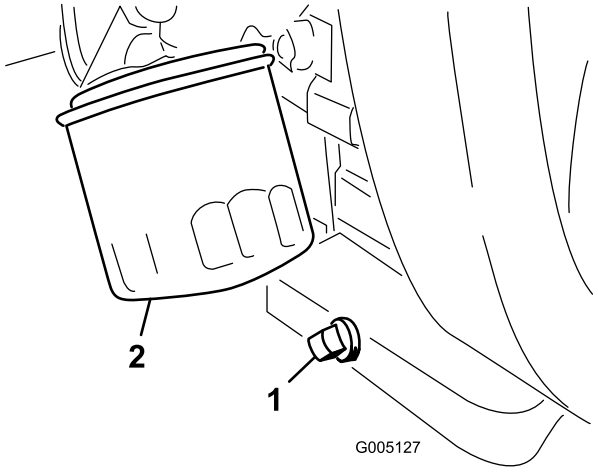

Figur 34
1. Fjern tappepluggen (Figur 34), og la oljen renne ned i et tappefat. Når oljen slutter å renne, setter du tappepluggen på igjen.
2. Ta av oljefilteret (Figur 34). Stryk et tynt lag med ren olje på den nye filterpakningen.